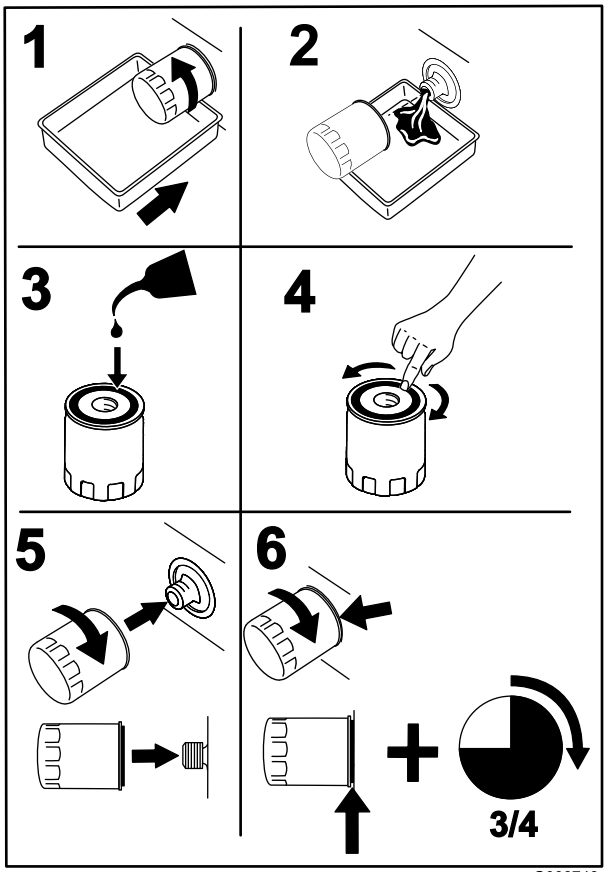

Figur 71
8. Plasser et tappefat under manifoldfilteret (Figur 71).